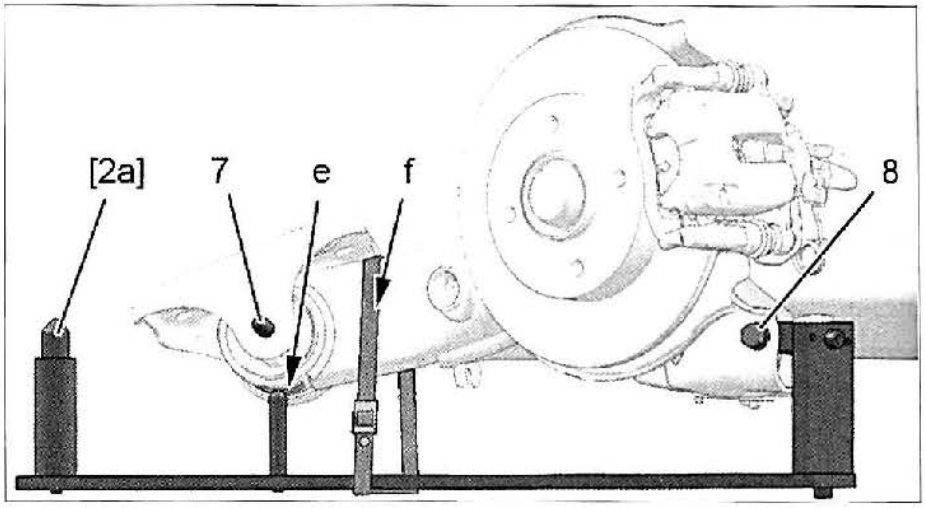

FIG. 39
• En ambos lados **(fig. 39):**
- aflojar el tornillo (7)